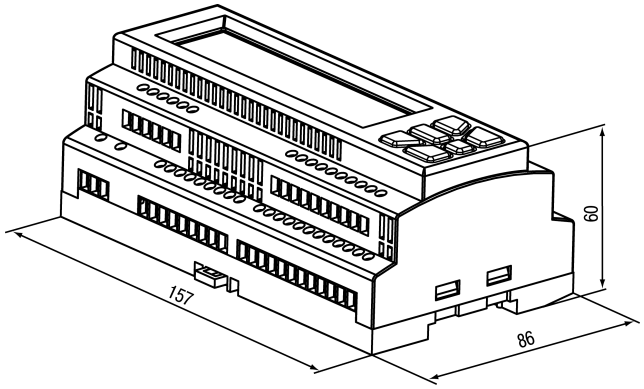

Рисунок 5.2 – Габаритные размеры корпуса
1. Подготовить место на DIN-рейке для установки прибора (см. рисунок 5.2).